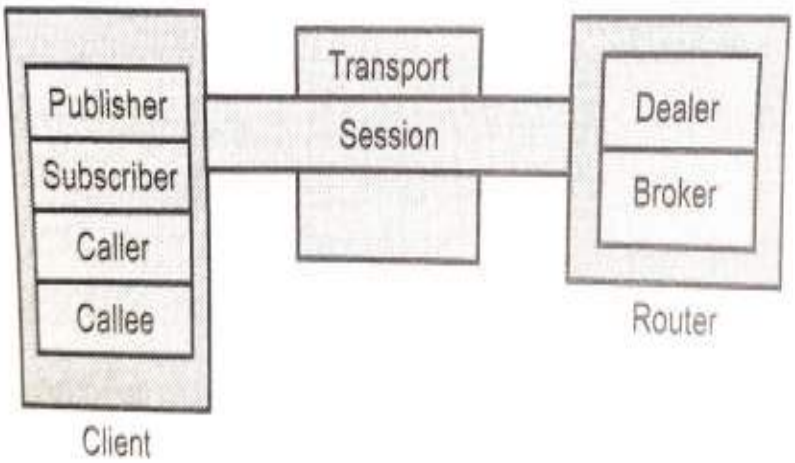

Figure: 4.20 WAMP session between client and router
- Application code runs on client machine. Fig.4.20 shows WAMP session between client and router.